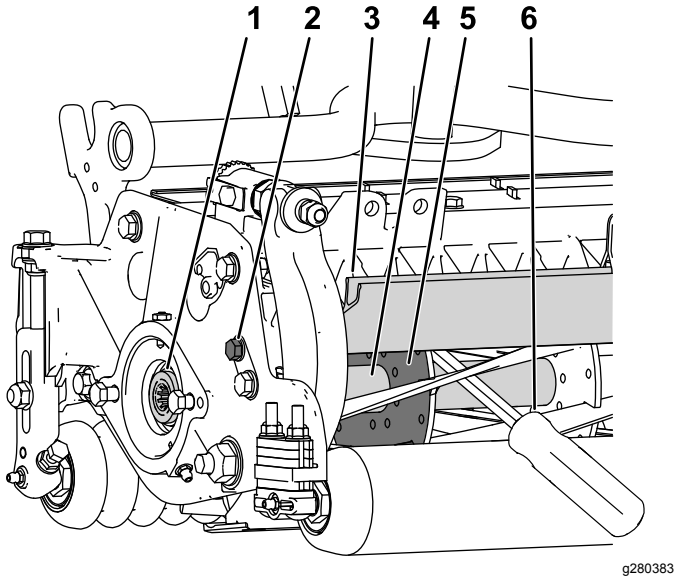

Figur 30
1. Løsne skyddbolten på venstre side av klippeenheten og hev bakskyddet (Figur 30).
2. Sett inn et brekkjern med langt håndtak (anbefalt ⅜" x 12" med skrutrekkerhåndtaket) gjennom baksiden av klippespolen, nærmest den siden av klippeenheten som skal strammes (Figur 30).
3. Plasser brekkjernet mot spole-støtteplatens sveiseside (Figur 30).